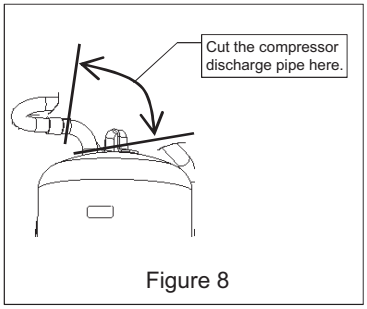

Figure 8
(8) Remove the compressor discharge pipe by cutting the pipe where indicated in Figure 8 or by removing the braze.